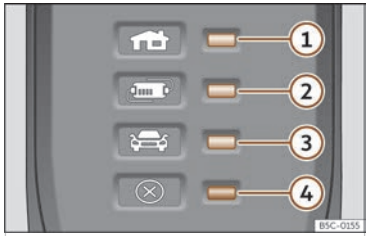

Fig. 66 On the charging cable for power sockets: Control lamps on the protection device.
››› **Fig. 66**:
The electronic protection device ››› **Fig. 66** ensures that the charging connector does not receive current until it is plugged in to the vehicle's charging connector.
One or more control lamps ››› Fig. 66 ①, ② o ③ light up green.
Display ››› Fig. 66	Meaning
①, ④ flashing	The housing connector has overheated.
②, ④ flashing	The protection device has overheated.
If the charging process continues with a lower current, both the operating indicator and the warning lamp ››› Fig. 66 ④ flash red.
- If it disconnects again, or the charging current reduces and the cause does not seem to be exposure to an external heat source, make sure that the green control lamp is flashing ››› Fig. 66. Visit a specialised CUPRA dealer or any SEAT network dealer to check the charging cable. Get an establishment that specialises in electrical installations to check the infrastructure connection.
If the red warning light ④ flashes or turns on without one of the control lamps ››› Fig. 66 ①, ② o ③ also turning on continuously on the status indicator, there is a fault.